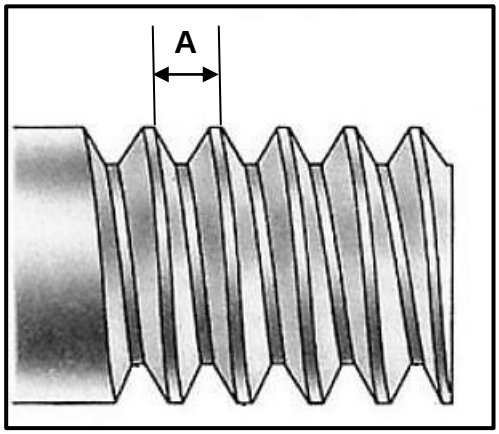

FIGUUR 4.11
4.11 Identifiseer **A** in FIGUUR 4.11 hieronder.